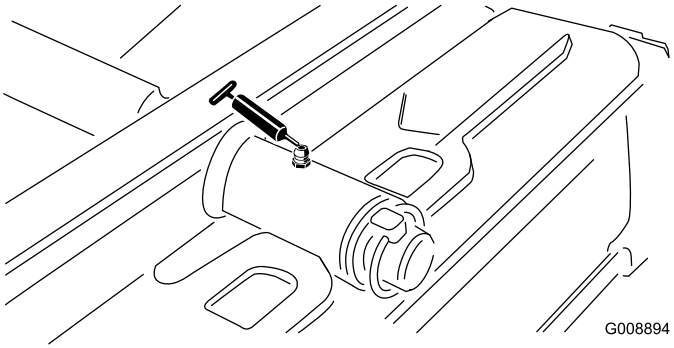

Figur 47
- Bageste klippeenheds drejetap (Figur 47)